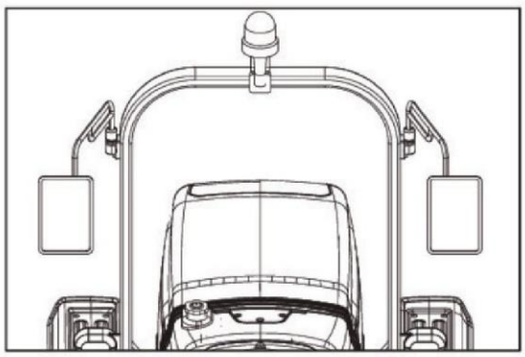

Fig. 2.17.1 Platformtraktor
- Bakspejle (fig. 2.17.1 & 2).